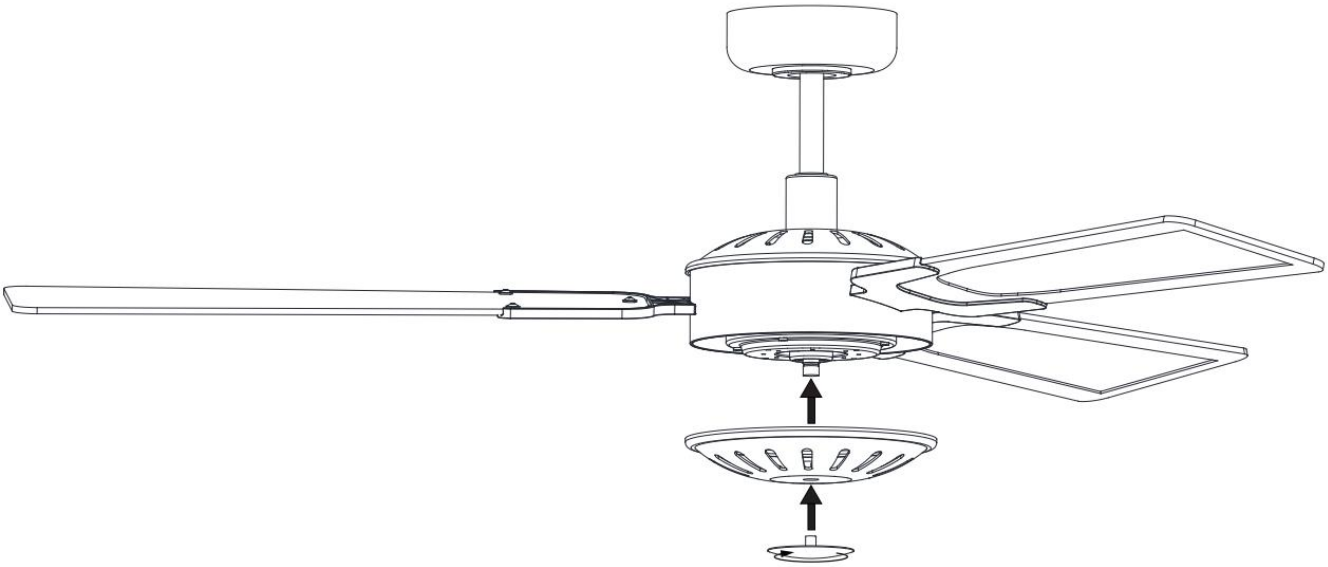

Fig. 9
- Install the lower housing on the fan assembly and secure it by tightening the finial cap on the bottom. (Fig. 9)